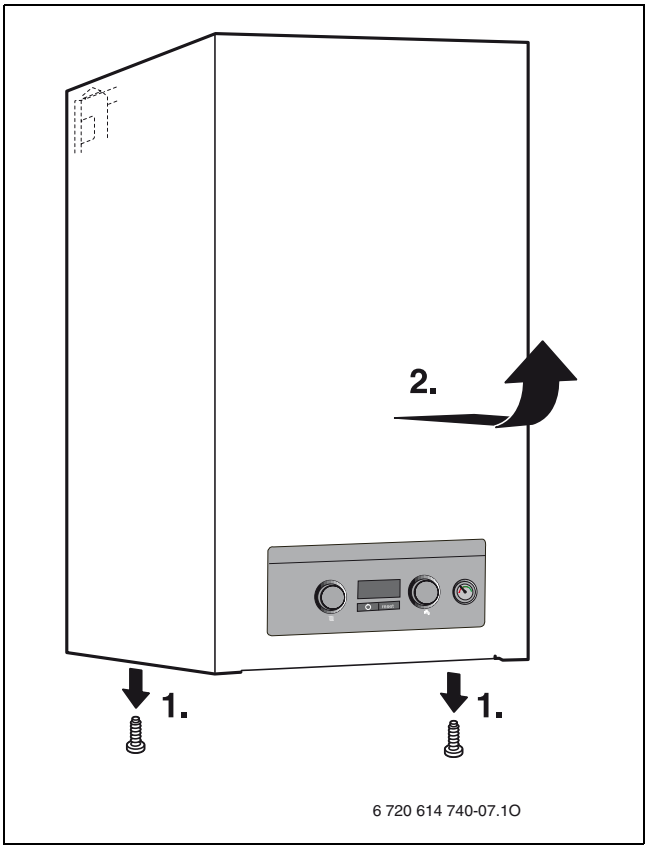

Bild 9
- ▶ Verkleidung montieren und mit zwei Sicherungsschrauben sichern (→ Bild 9).
- ▶ Verkleidung abnehmen (→ Bild 9, Seite 18).